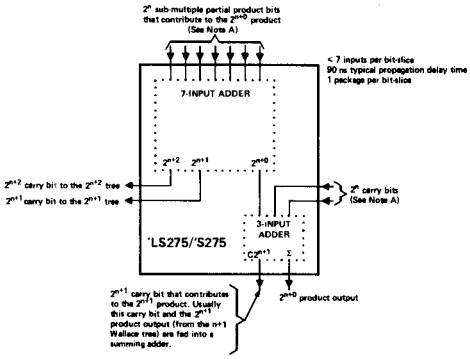
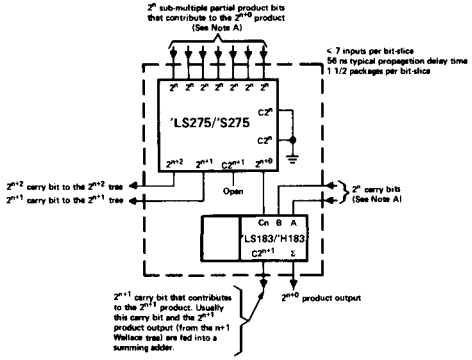

FIGURE 1—BASIC BIT-SLICE WALLACE TREE
FIGURE 2—HIGH-SPEED BIT-SLICE WALLACE TREE
*Each starred block may be either a basic bit-slice Wallace tree('LS275 or 'S275 only) or a high-speed bit-slice Wallace tree ('LS275 plus 1/2 'LS183 or 'S275 plus 1/2 'H183). In either case the function of the terminal is the same as the similarly located terminal of the basic bit-slice (Figure 1) or high-speed bit-slice Wallace tree (Figure 2). Also for either tree, when only five inputs of the seven-input adder of the 'LS275/'S275 are used, the remaining two inputs must be grounded. When the high-speed adder is used, the $C2^n$ inputs of the 'LS275/'S275 must be grounded.